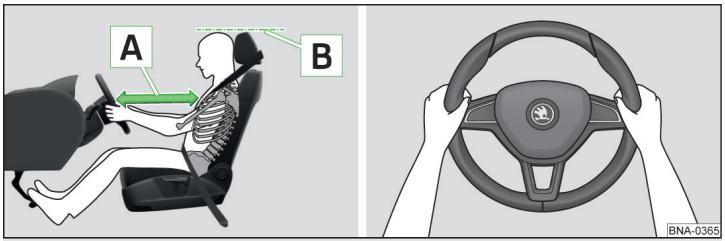

Fig. 1 **Correct seated position for the driver/correct steering wheel position**
✓ Adjust the steering wheel so that the distance between the steering wheel and your chest is at least 25 cm » fig. 1 - A.
✓ Adjust the headrest so that the top edge of the headrest is at the same level as the upper part of your head (not for seats with integrated headrests) » fig. 1 - B.
- When driving, hold the steering wheel with both hands firmly on the outer edge in the "9 o'clock" and "3 o'clock" position » fig. 1. Never hold the steering wheel in the "12 o'clock" position or in any other way (e.g. in the middle, inner edge of the steering wheel or similar). Otherwise, in the event of airbag deployment, you could suffer serious injury to the arms, hands and head.
✓ Adjust the headrest so that the top edge of the headrest is at the same level as the upper part of your head » fig. 1 *on page 13* B (not for seats with integrated headrests).
✓ Adjust the headrest such that the top edge of the headrest is at the same level as the upper part of the head » fig. 1 *on page 13* B.